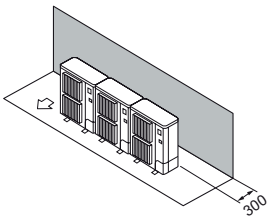

Rys. 2-8
① Przeszkody znajdują tylko z tyłu urządzenia (Rys. 2-8)